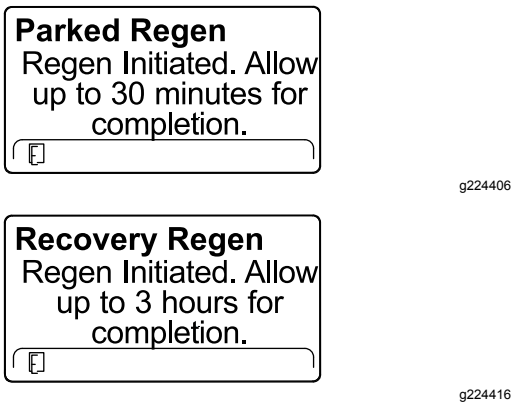

Figuur 61
6. Het InfoCenter toont hoe lang de regeneratie zal duren (Figuur 61).